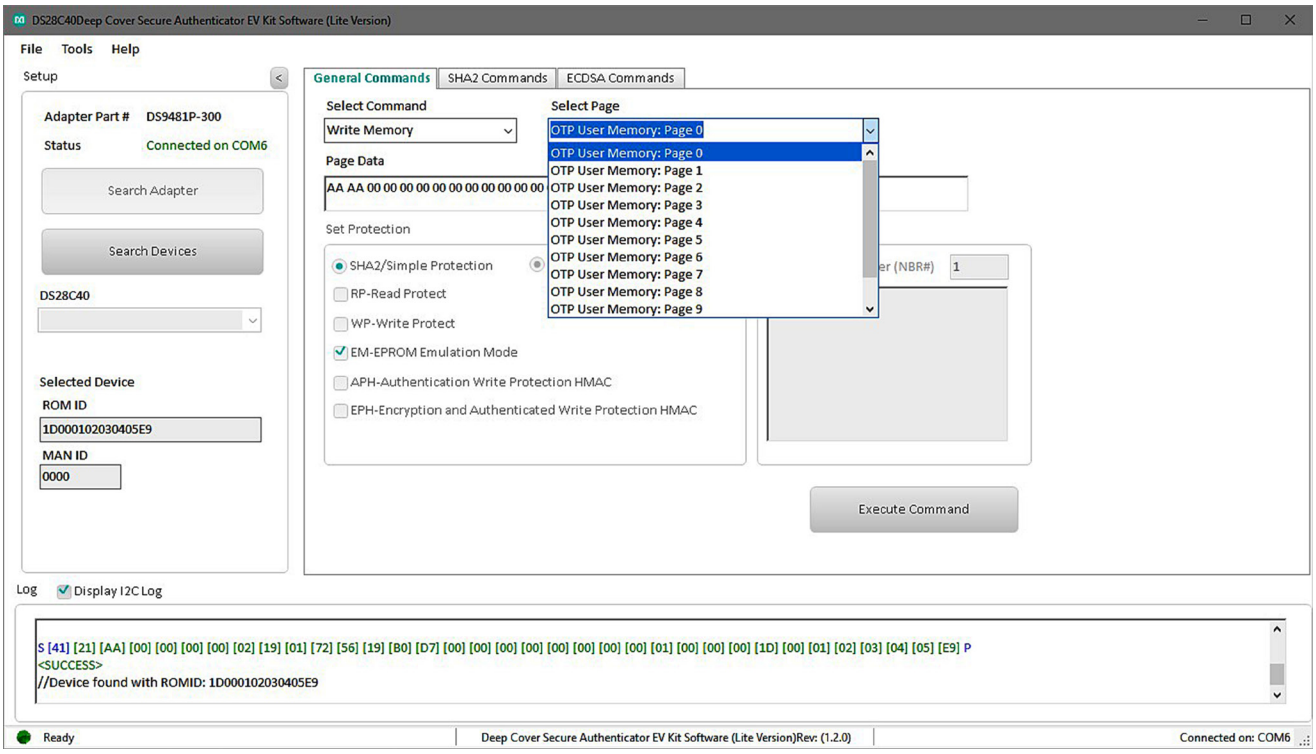

Figure 15. Select Page
4) Select the page for writing (Figure 15).
7) From the **Select Page** drop-down menu, select the desired page to read (Figure 15).